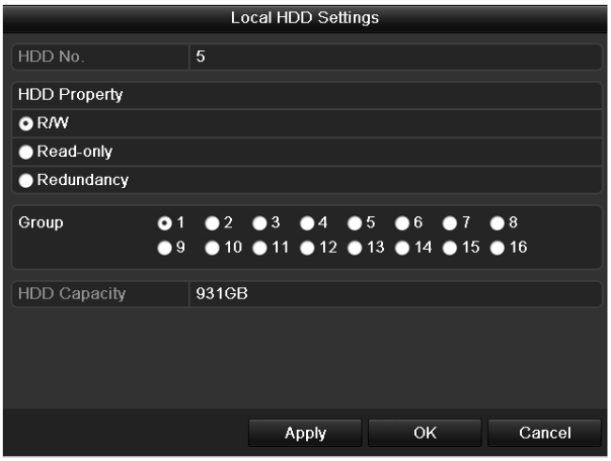

Figure 13. 15 Set HDD Property
2. Select HDD from the list and click the icon to enter the Local HDD Settings interface, as shown in Figure 13. 15.